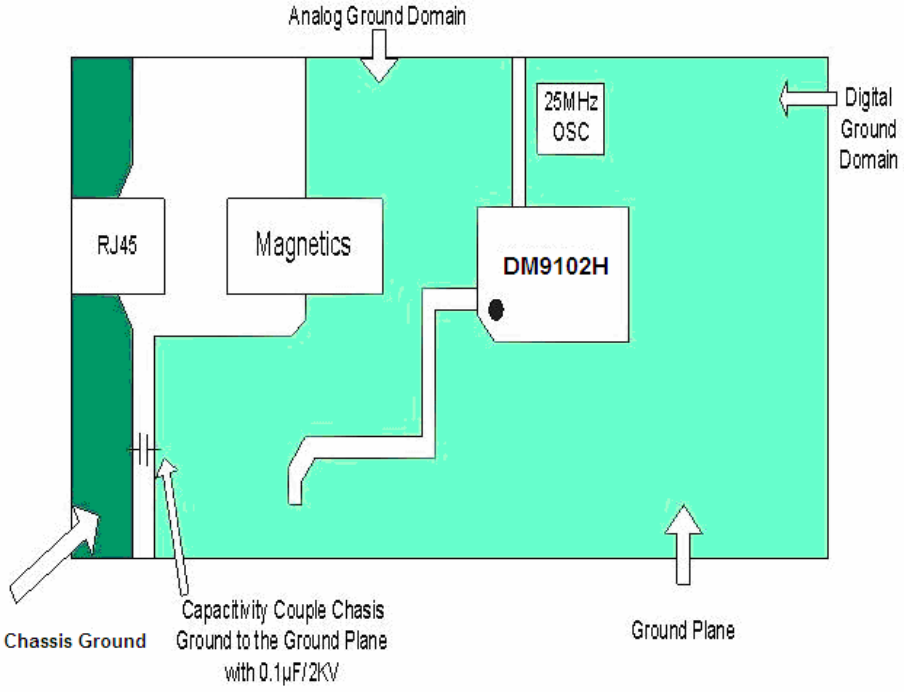

Figure 9-4-1
Place the transformer as close as possible to the RJ-45 connector. Place all the 50Ω resistors as close as possible to the DM9102H RX± and TX± pins. Traces routed from RX± and TX± to the transformer should run in close pairs directly to the transformer. The designer should be careful not to cross the transmit and receive pairs. As always, vias should be avoided as much as possible. The network interface should be void of any signals other than the TX± and RX± pairs between the RJ-45 to the transformer and the transformer to the DM9102H. There should be no power or ground planes in the area under the network side of the transformer to include the area under the RJ-45 connector (Refer to Figure 9-4-1 and 9-5). Keep chassis ground away from all active signals. The RJ-45 connector and any unused pins should be tied to chassis ground through a resistor divider network and a 2KV bypass capacitor.
- The ground plane must be separated into Analog ground domain and Digital ground domain. The line which connects the analog ground domain and digital ground domain should be far away from the AGND pins of DM9102H (see Figure 9-4-1).